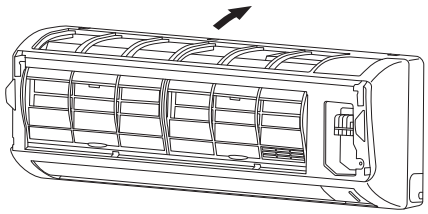

Fig. 2-211
(1) When installing the grille, place the bottom of the grille into the frame first. (Fig. 2-211)